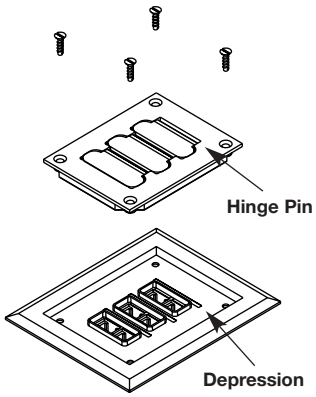

Figure 6
5. Place the cover over the gasket and align openings in the cover to the openings in the gasket. Hinge pins on cover should align with the depressions in the gasket (see Figure 6).